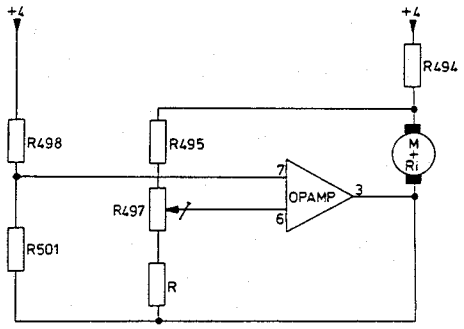

Fig. 1
For controlling the motor speed an operational amplifier (opamp) in IC403 is used (Fig. 1). This opamp has two inputs (7 and 6) and 1 output (3). At the input the difference voltage between R498/R501 and slider R497 is measured continuously. With R497 the voltage at point 6 is so adjusted that the motor has the right rpm. As connecting point for the two networks, point 3 of the opamp has been chosen. R494 is used for measuring the motor current
Voor de regeling van de motorsnelheid wordt gebruik gemaakt van een operationele versterker (opamp) in IC403 (Fig. 1). De opamp heeft 2 ingangen (7 en 6) en 1 uitgang (3). Aan de ingang wordt de verschilspanning tussen R498/R501 en loper R497 kontinu gemeten. Met R497 wordt de spanning op punt 6 zo ingesteld dat de motor het juiste toerental heeft. Als onderste referentie voor beide takken is punt 3 van de opamp gekozen.
Pour la commande du moteur, il est fait usage de l'amplificateur opérationnel (opamp) dans le CI403 (fig. 1).
Zum Regeln der Motordrehzahl benutzt man einen Operationsverstärker in IC403 (Abb. 1).
Dieser Verstärker hat zwei Eingänge (7 und 6) und einen Ausgang (3). An diesen Eingängen wird die Differenzspannung zwischen R498/R501 und dem Schleifer von R497 kontinuierlich gemessen. Mit R497 wird die Spannung an Punkt 6 so eingestellt, dass der Motor die richtige Drehzahl hat. Als untere Referenz für beide Zweige in Abb. 1 wurde Punkt 3 des Verstärkers gewählt. Mit R494 wird der Motorstrom gemessen.
Par il comando del motore è stato usato un amplificatore operazionale (opamp) nel CI403 (fig. 1).